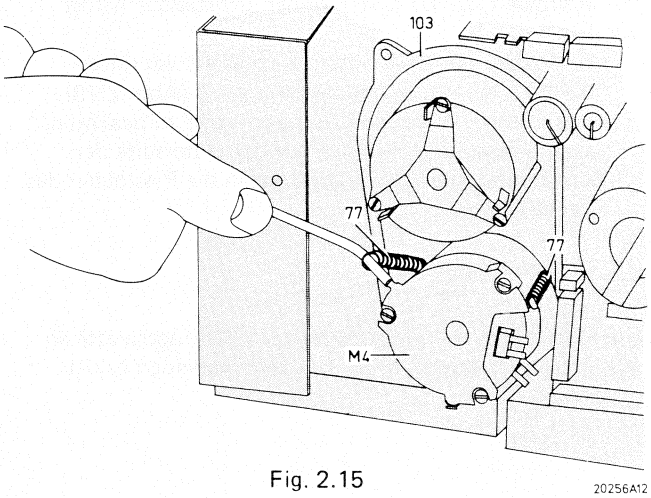

Fig. 2.15
- Die Federn 77 (Abb. 2.15) und die Motorandruckplatte entfernen.
- Die Motorandruckplatte und die Befestigungsfedern 77 (Abb. 2.15) montieren.